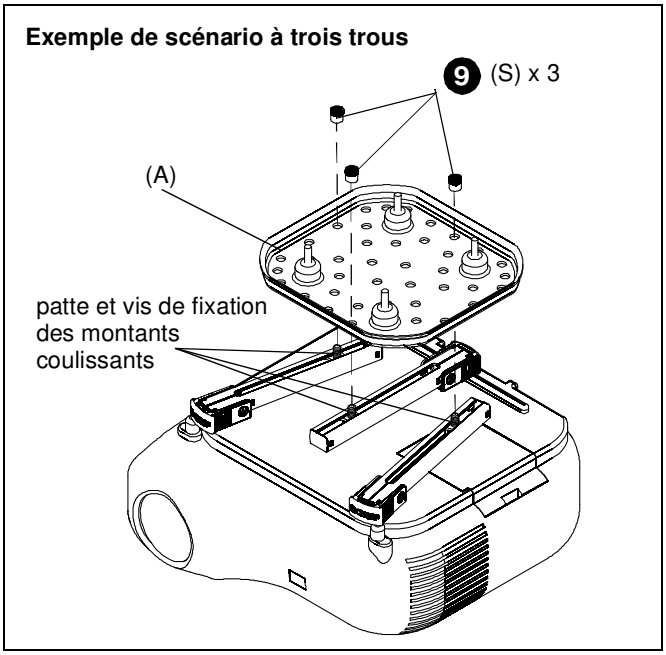
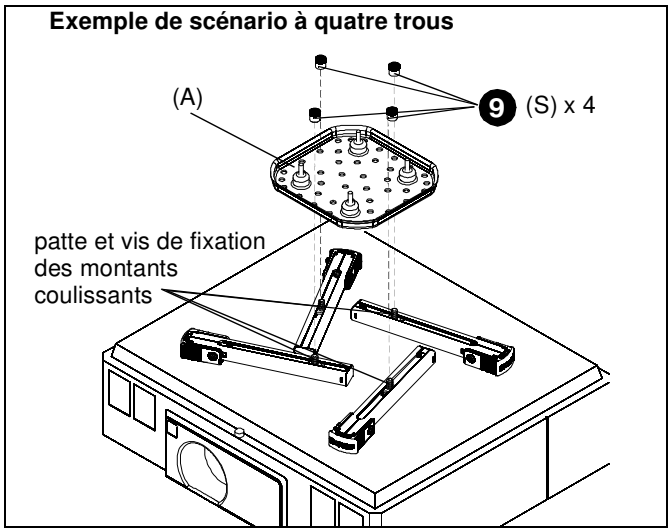

Figure 6
Figure 7
7. Manœuvrez les pieds pour que les pattes et les vis de fixation des montants coulissants se trouvent vers le milieu du projecteur. (Voir la Figure 6) et (Voir la Figure 7)
8. Positionnez les pattes et les vis de fixation des montants coulissants de manière à permettre un montage uniforme de la plaque principale SSBU ou SSMU (A) aux pieds. (Voir la Figure 6) et (Voir la Figure 7)
9. Fixez la plaque principale du SSBU/SSMU aux pieds du SSBU/SSMU en installant les écrous Allen de 1/4-20" (S) aux vis situées sur les pieds du SSBU/SSMU. (Voir la Figure 6) et (Voir la Figure 7)